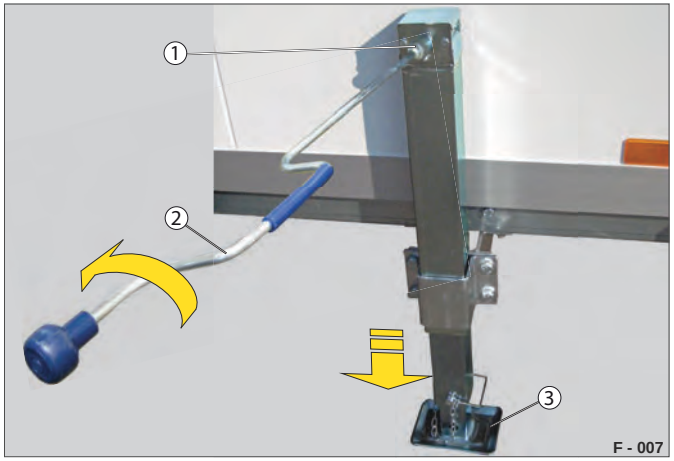

Fig. 30 Neddrejning af teleskopstøtteben
▶ Sæt håndsvinget (Fig. 30 /2) på håndsvingstappen (Fig. 30 /1).
▶ Drej, indtil den justerbare fod (Fig. 30 /3) når underlaget.